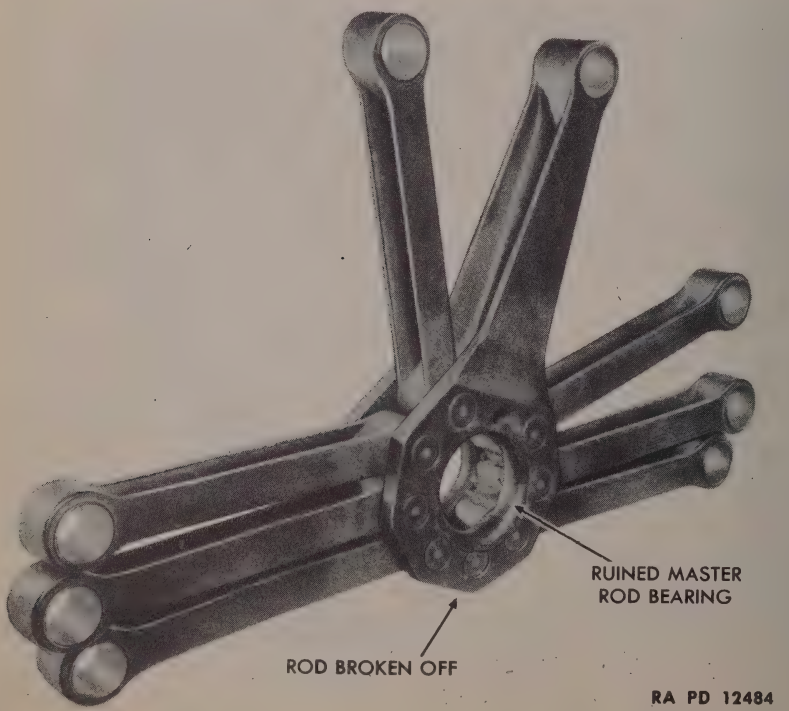

Figure 48—Condition of Master Rod Bearing from Same Engine as in Figure 47
(3) The master rod assembly in figure 48 shows how the bearing was almost completely destroyed. Note also that one rod is missing.